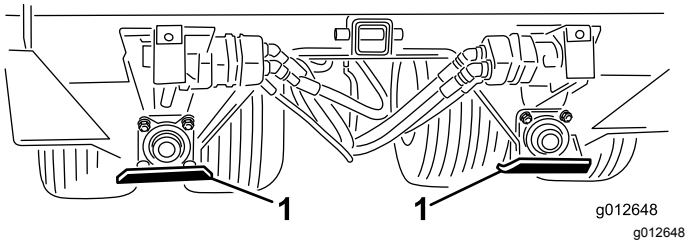

Figuur 8
1. Plaats de glijder zoals wordt getoond in Figuur 8.